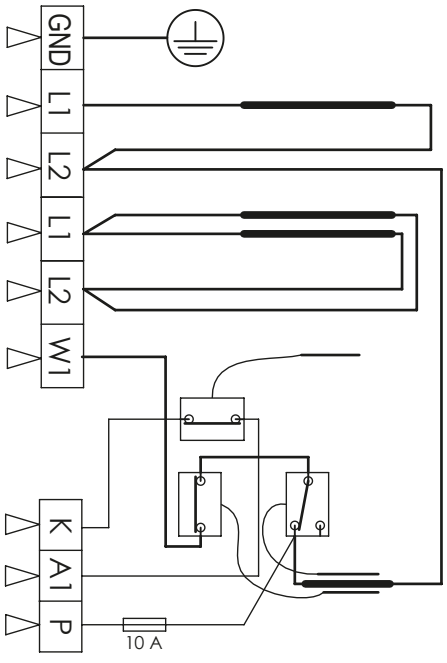

Figure 8. ***Electrical connections of heater***
2. See applicable wiring diagram for heater model (figure 8, see control unit manual for detailed instructions how to connect the heater and the control unit). Heater must be permanently installed by using seal tight conduit between the heater and the wall of the sauna room (pigtails or plugs are not allowed in the sauna room). Wiring must be done by a licensed electrician, who must follow wiring diagram provided and adhere to local codes. Use proper AWG rated wire size and use copper wire suitable for 194 °F (90 °C) within sauna walls. Use grounding terminals provided in sauna heater and control unit to properly ground the equipment as per NEC and local codes.